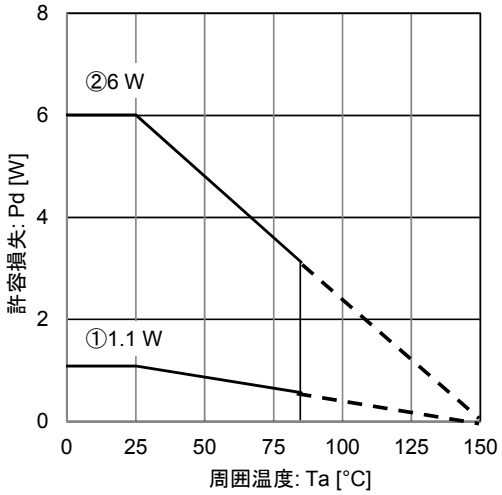

Figure 75.
(Figure 75 ②θja=20.8°C/W → -48.1mW/°C